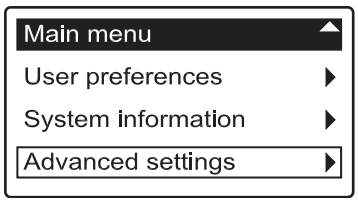

FIG. 54
2. Press the DOWN (▼) button to scroll through the menu options until **Advanced settings** is highlighted (See Figure 54).